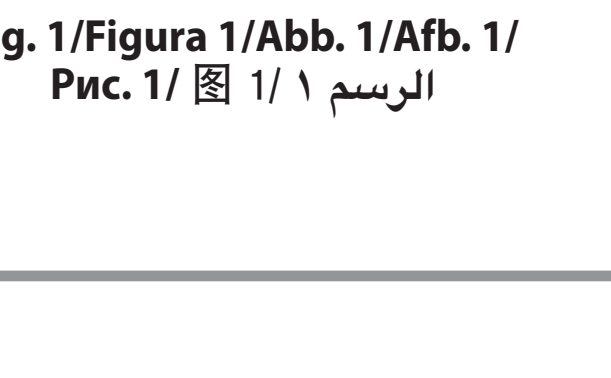

Fig. 1/Figura 1/Abb. 1/Afb. 1/ Рис. 1/ 图 1/ الرسم ١
■ **Türverkleidung (Abb. 1)**
■ **Portierpanelen (Afb. 1)**
■ **Pannelli delle portiere (Fig. 1)**
■ **Дверная панель (Рис. 1)**
■ **Дверна панель (Рис. 1)**
■ **门面板（图 1）**